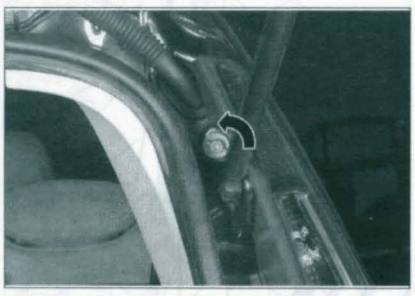

FIGURE 8-13
• Dévisser l'écrou papillon (sauf Peugeot 807) **(figure 8-13)**.